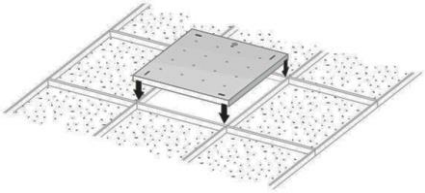

Рисунок 4 — Установка светильника Geniled серии Офис в подвесной потолок.
5.3.3. Установите светильник Geniled на монтируемое место (Рисунок 4). Следите за тем, чтобы кабель не оказался зажат между элементами конструкции потолка и светильника. Убедитесь, что светильник надежно закреплен на потолке.